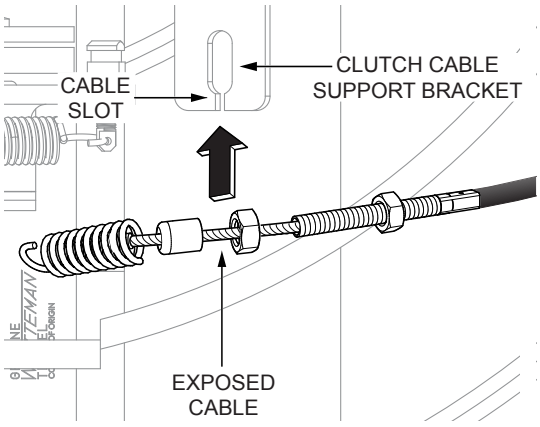

Figure 18. Clutch Cable Insertion
8. Insert the exposed cable into the cable slot on the clutch cable support bracket (Figure 18).